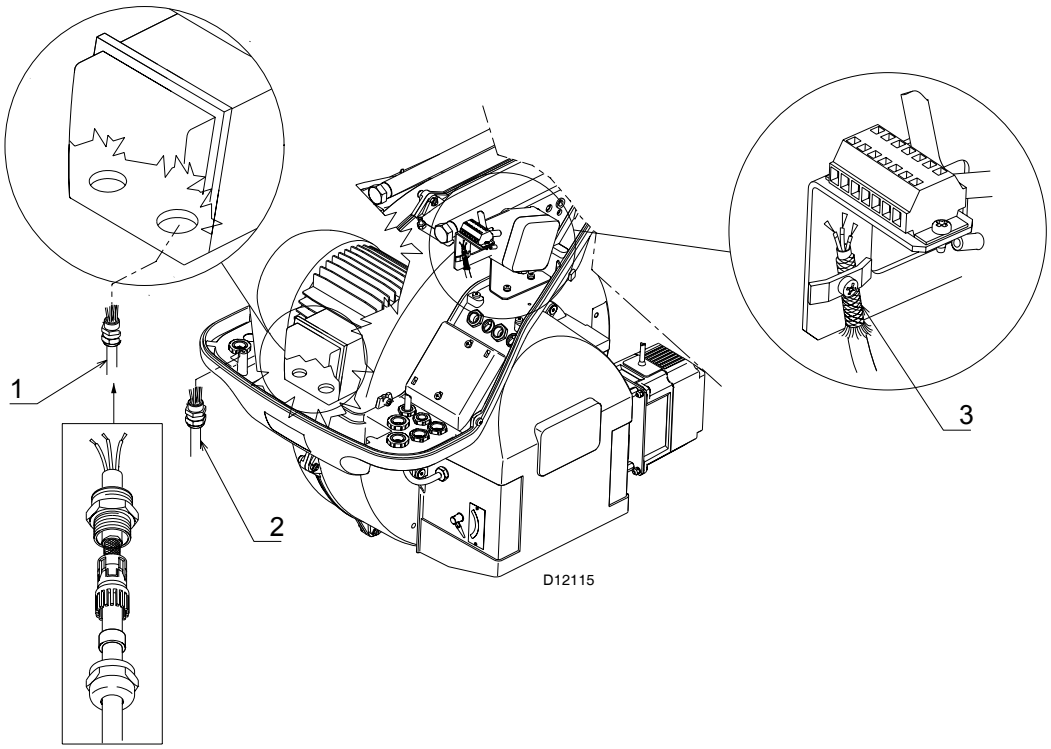

Fig. 23
It is important to shield the motor cable 1) as indicated in Fig. 23.
Key (Fig. 23)
The connection from the inverter to the REC 37... electronic cam, must be performed as indicated in Fig. 23 pos. 3.